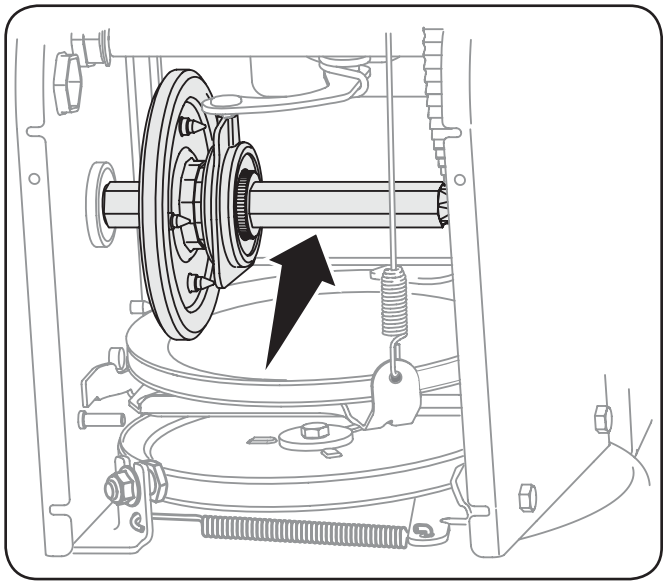

Fig. 6-2
4. Appliquez une légère couche d'huile polyvalente toutes saison sur l'arbre hex. Voir la Fig. 6-2.